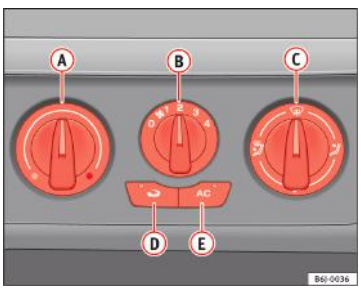

Fig. 103 Butoanele pentru climatizare de pe planșa de bord
– Deconectați sistemul de răcire cu ajutorul butonului ⇒ fig. 103 AC (lampa integrată în buton se stinge).
Activarea modului de recirculare a aerului (butonul ⇒ fig. 103 cu lampă de avertizare integrată) previne pătrunderea mirosurilor puternice din exterior în automobil, de exemplu la traversarea unui tunel sau în blocajele în trafic.